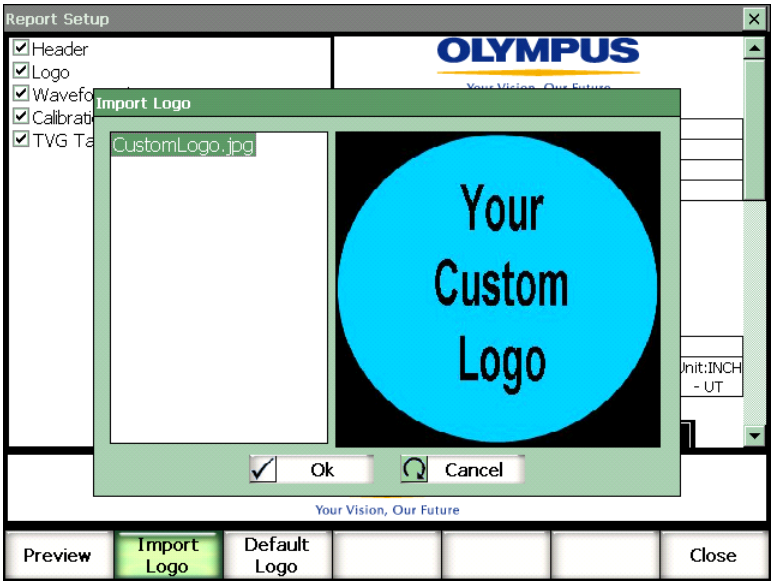

Figure 10-24 Importing a custom logo
2. Select **Reports > Report Setup** to enter the **Report Setup** page (see Figure 10-24 on page 230).